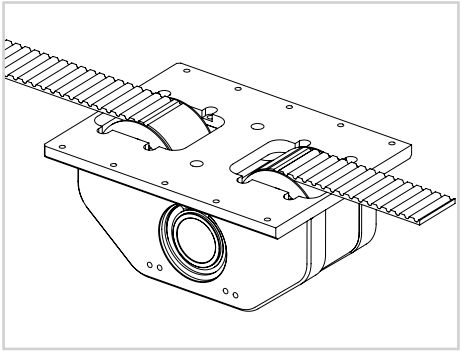

图 15
8) 将新传动带插入驱动头内，注意齿的方向，必须与驱动轮啮合（见图 15）。